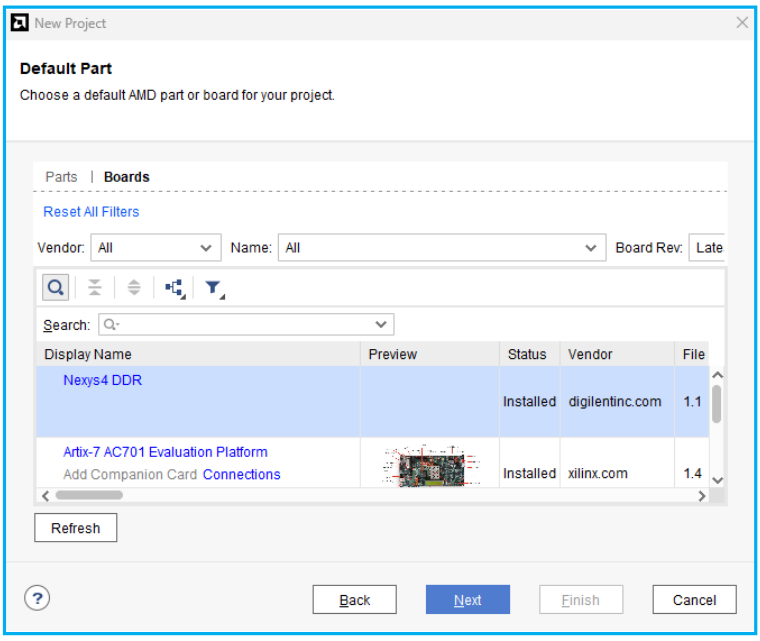

Fig.10. Ventana `Default Part`, se debe seleccionar el *board file* correspondiente a la placa Nexys4 DDR.
14. En la ventana `Default Part` escogemos la opción `Boards` y seleccionamos Nexys4 DDR (Fig.10). Para esto es necesario haber realizado el apartado 1.3 de la sección de prerrequisitos. Pulsamos en `Next`.